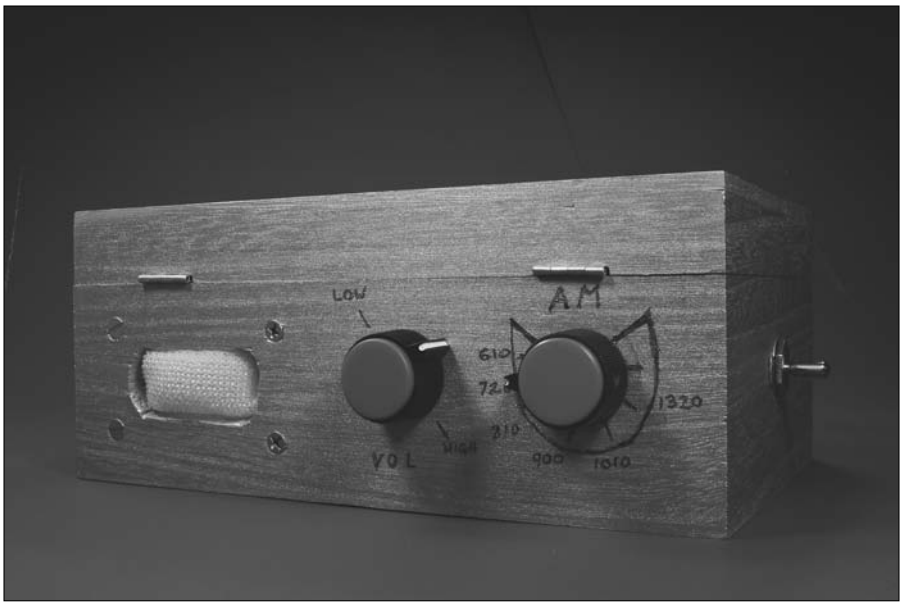

Figure 8-15: The finished radio.
6. **Close the lid on the box and admire your finished radio, as shown in Figure 8-15.**